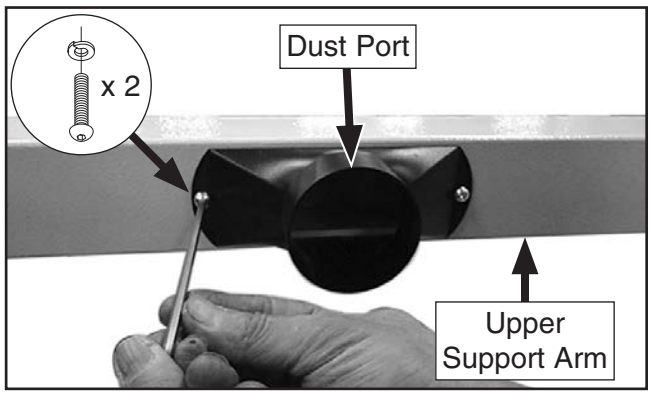

Figure 60. Installing dust port on upper support-arm.
62. Install dust port on upper support arm, using (2) M6-1 x 12 button head cap screws and (2) 6mm lock washers (see **Figure 60**).